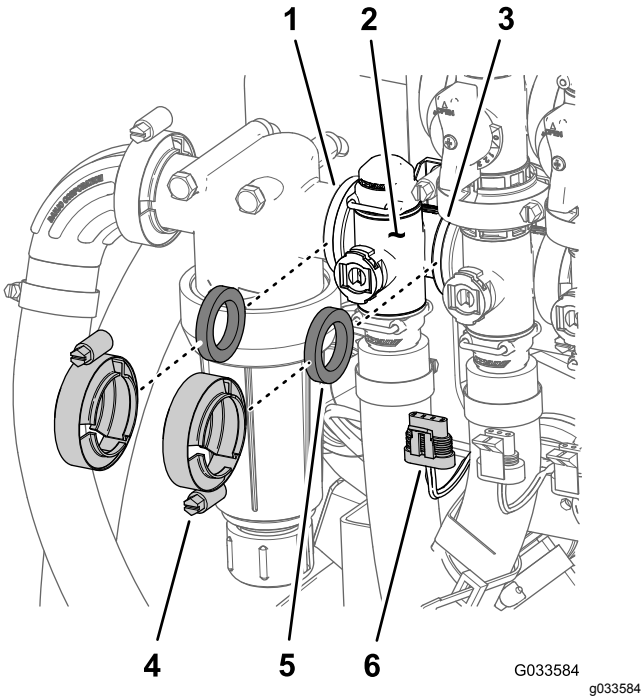

Figur 110
1. Fjern de to flangeklemmer og de to pakninger, der fastgør hastighedsreguleringsventilens manifold (Figur 110) til trykfilteret og omrøringsventilen.